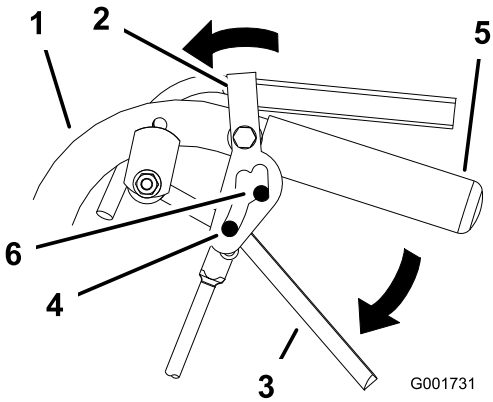

Figura 11
2. Coloque os polegares na parte superior dos bloqueios e mova-os para a frente até os pinos se encontrarem na ranhura para a frente (Figura 11).